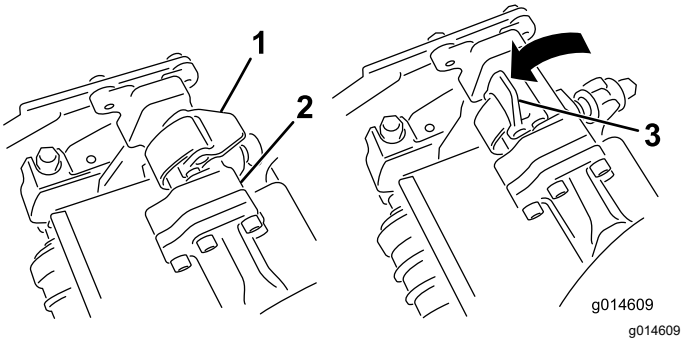
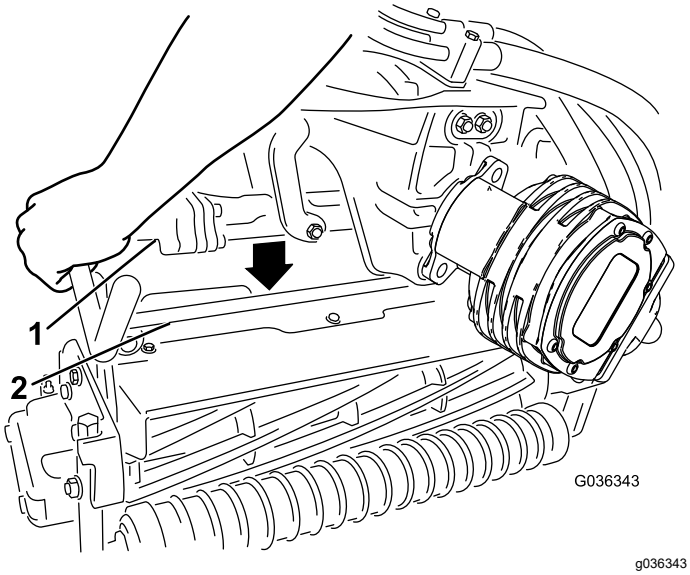

Figura 65
Figura 66
4. Abra los enganches de la barra del brazo de suspensión (Figura 65) y empuje hacia abajo el brazo de suspensión hasta que la barra encaje sobre ambos brazos de inclinación de la unidad de corte, y asegúrese de que los cierres pasan por debajo del travesaño de la unidad de corte (Figura 66).
5. Presione los enganches hacia abajo alrededor de la barra de la unidad de corte y bloquéelas (Figura 65).
6. Abra los enganches de la barra del brazo de suspensión de la unidad de corte que está retirando (Figura 65).